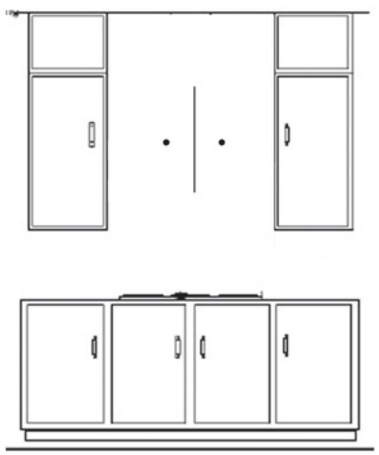

Figure 1
1. Find the center of the wall where you are installing the hood. Make sure there is sufficient bracing, such as wooden beams, to hold the weight of the hood. Mark your center line and measure out from the center to find your two mounting points. Make sure your mounting points are level when you mark them. It is recommended to install the hood directly into wood supports. *Figure 1*
2. Mark the mounting points and install the two mounting screws provided leaving the heads out ¼″ to mount the hood. *Figure 1*